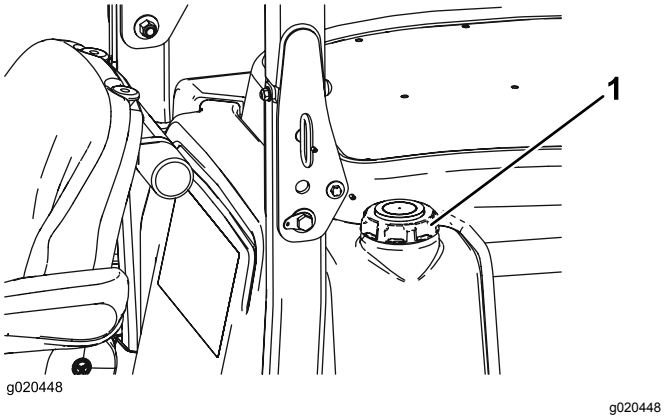

Figur 13
3. Ta lokket av drivstofftanken (Figur 13).